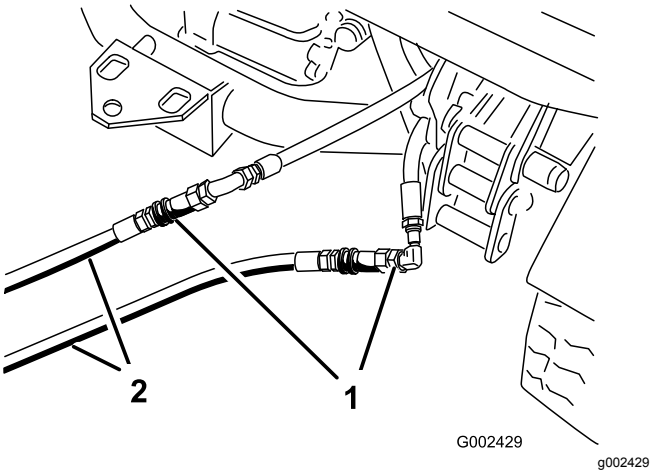

Figuur 77
3. Sluit de 2 opstartslangen op de defecte machine aan op de slangen die zijn losgemaakt (Figuur 77).